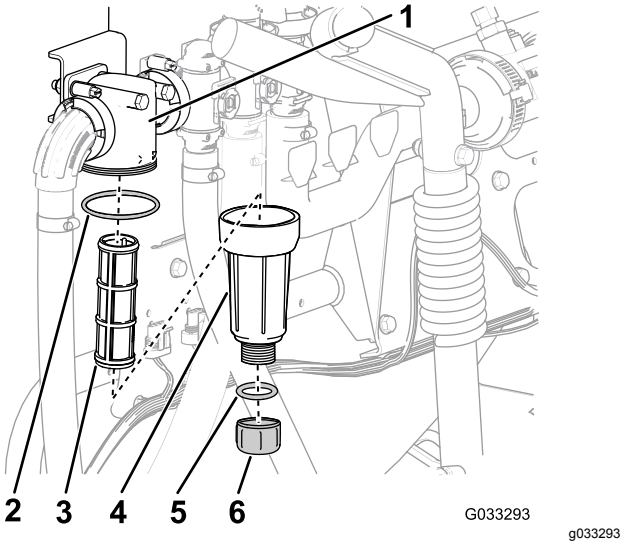

Figur 15
2. Placera ett kärl under tryckfiltret (Figur 15).
3. Vrid avtappningslocket motsols och ta bort det från tryckfiltrets skål (Figur 15).
4. Vrid skålen motsols och ta bort filterhuvudet (Figur 15).
5. Ta bort tryckfiltret (Figur 15).
7. Kontrollera att avtappningspluggens packning (sitter på insidan av skålen) och skålens packning (sitter på filterhuvudets insida) inte är slitna eller skadade (Figur 15).
8. Montera tryckfiltret i filterhuvudet (Figur 15).
9. Montera skålen på filterhuvudet och dra åt för hand (Figur 15).
10. Sätt på avtappningslocket på skruvförbindningen i skålens botten och skruva åt det för hand (Figur 15).